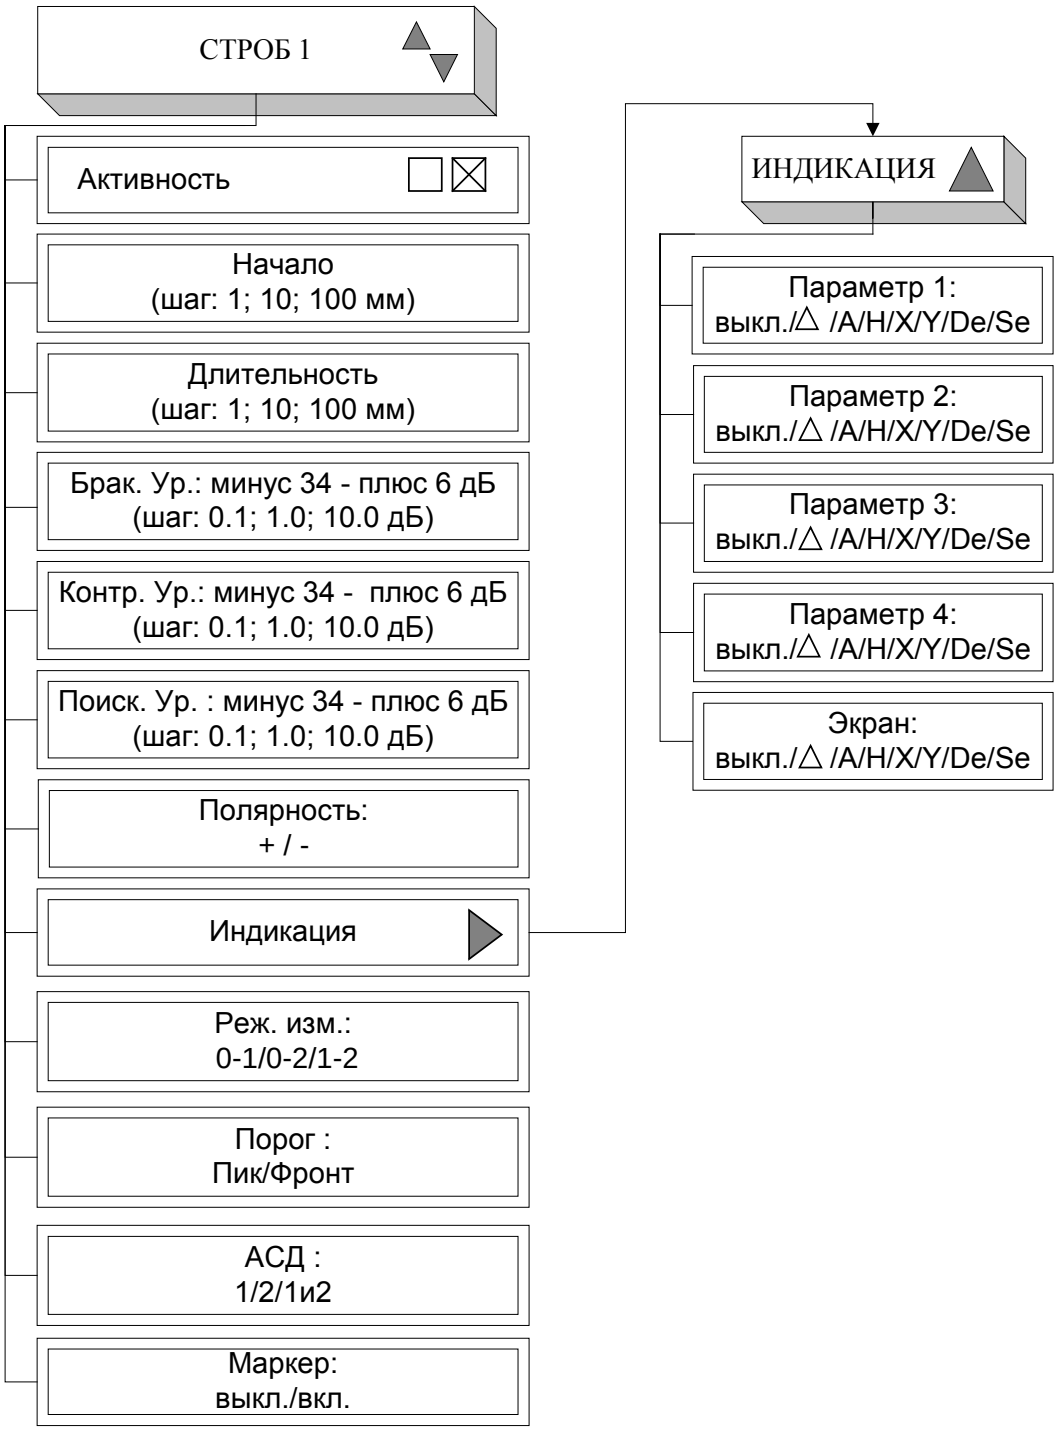

Рисунок 18 – Меню «Строб 1»
6.3.1.4 Меню «**Строб 1**» имеет следующую структуру (рисунок 18):